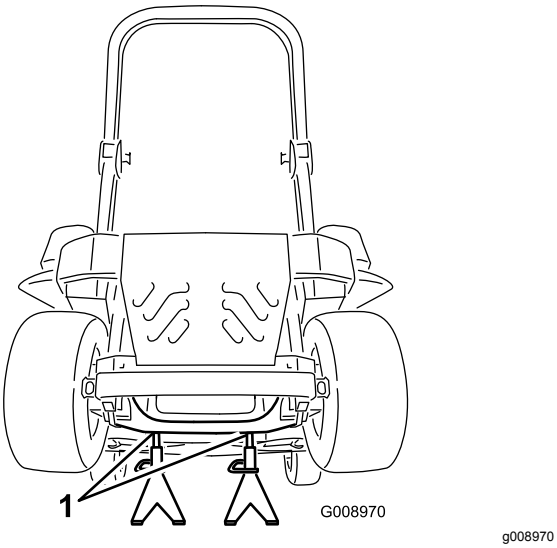

Figur 91
3. Løft maskinen, og understøt den med donkrafte (Figur 91).
9. Fjern donkraftene, og sænk maskinen (Figur 91).